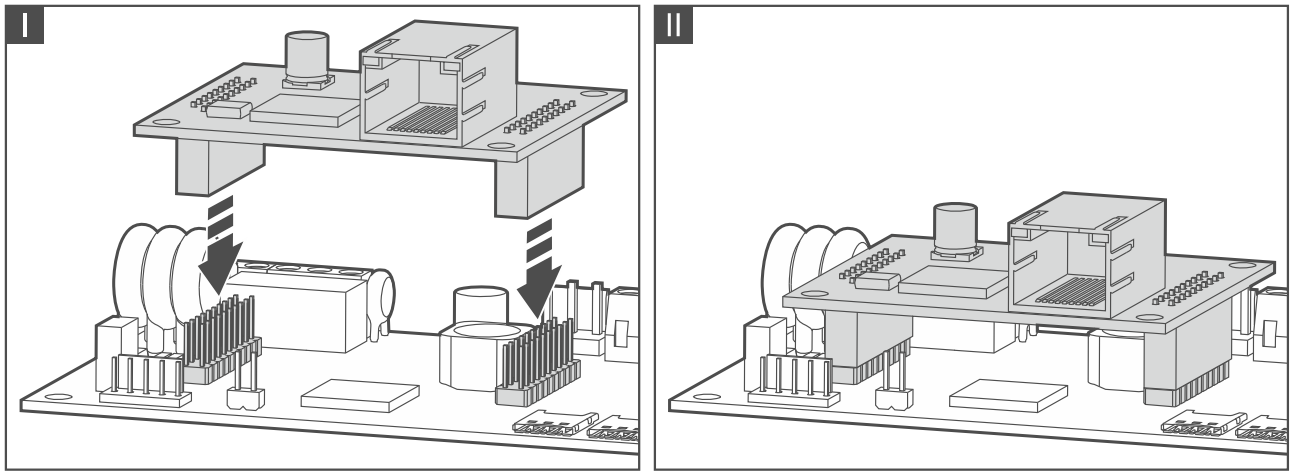

Abb. 19. Befestigung des Moduls GSM-X-ETH auf der Elektronikplatine des Moduls GSM-X LTE.
3. Montieren Sie das Ethernetmodul GSM-X-ETH in den Anschlüssen auf der Elektronikplatine des Moduls GSM-X LTE (Abb. 19).